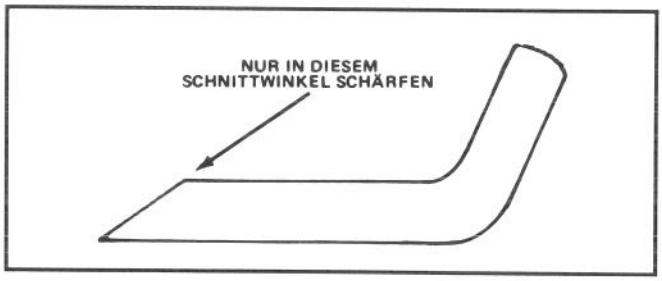

Abbildung 25
6. SCHÄRFEN DES MESSERS—Mit einer Feile die Oberkante des Messers (die zum Mahergehäuse zeigt) schärfen und dabei den ursprünglichen Schnittwinkel beibehalten (Abb. 25). Das Messer bleibt ausgewuchtet, wenn von beiden Schnittkanten gleichviel Material abgetragen wird.